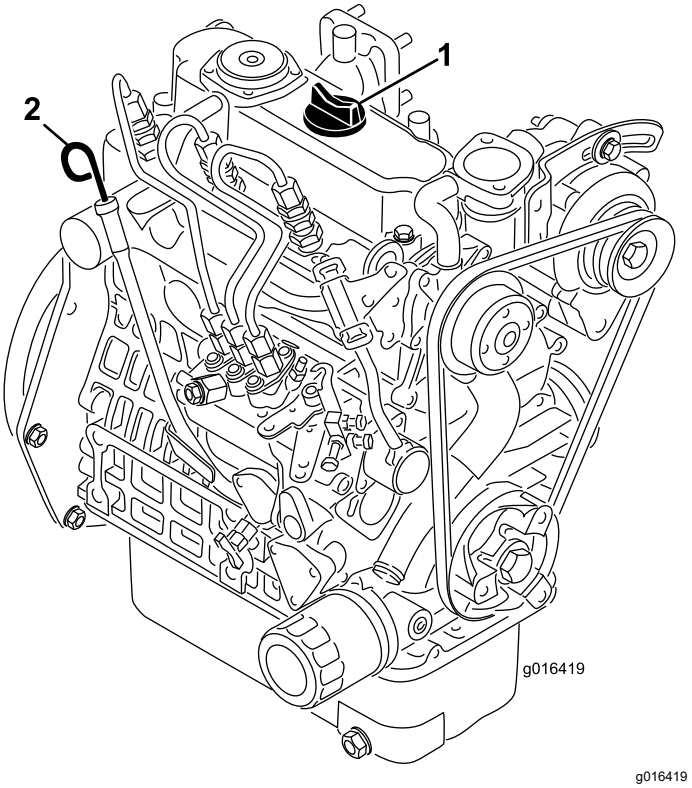

Figur 32
2. Fjern målepinden, og aftør den med en ren klud (Figur 32).